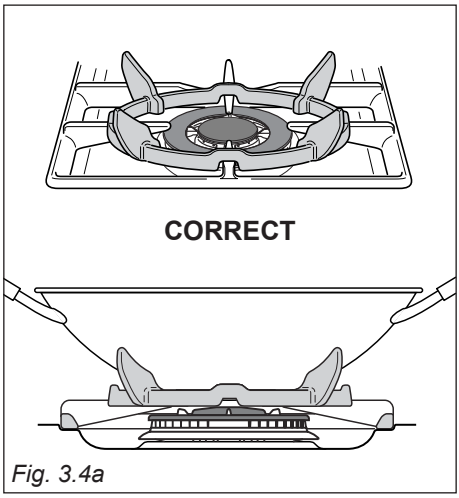
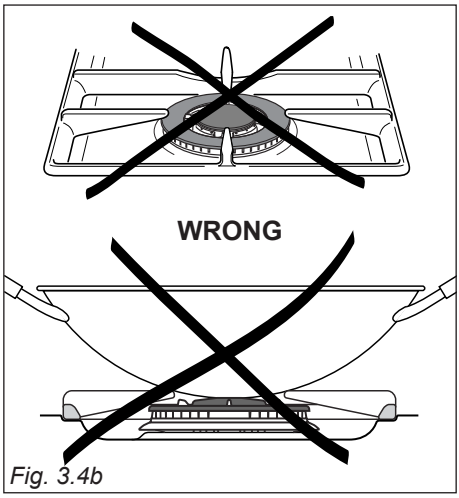
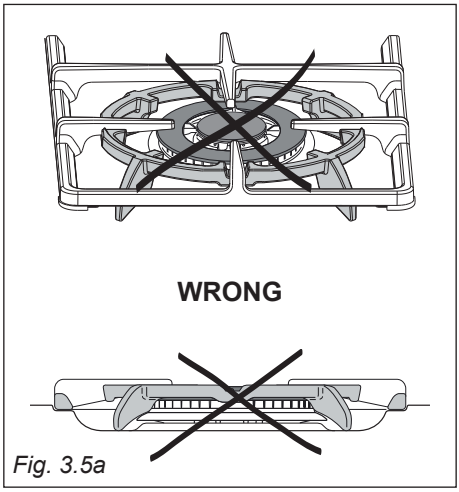

Fig. 3.4a
Fig. 3.4b
Fig. 3.5a
When using a WOK, the supplied wok stand **must** be placed onto the pan stand to avoid any faulty operation of the double-ring compact burner (fig. 3.4a). The wok **should not** be placed directly onto the pan support without the use of the supplied wok stand (fig. 3.4b).
When using the wok stand it MUST ONLY BE PLACED over the pan support for the double-ring compact burner (fig.3.4a). **Under no circumstances should the wok stand be placed under the pan supports** (figs 3.5a - 3.5b). Incorrect placement of the wok stand in this manner may impinge the flame resulting in incomplete combustion and give rise to harmful levels of Carbon Monoxide (CO).